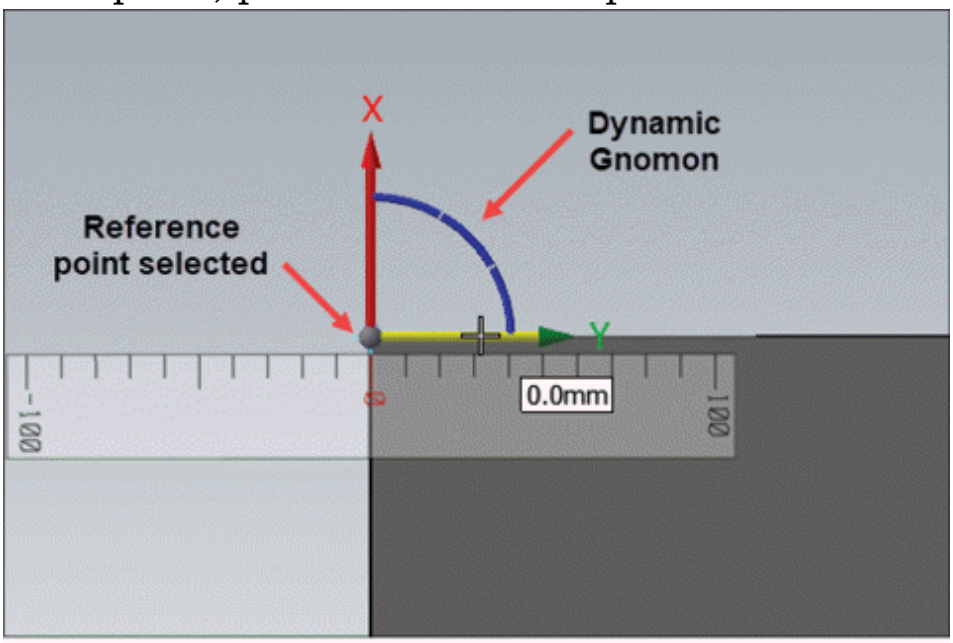

Figure-32. Selecting relative point
- Select the **Relative** option from the **AutoCursor** drop-down to select a point relative to another known point. On selecting the reference point, the **Dynamic Gnomon** will be displayed; refer to Figure-32. Select desired direction line from **Gnomon** and drag to move the point. After setting desired